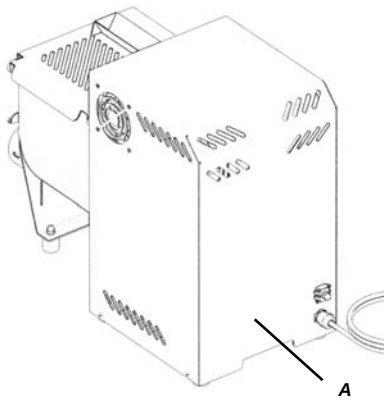

Abb.1.7.2
1.7.1 - Hinweis– und Gefahrenschilder (Abb. 1.7.2)